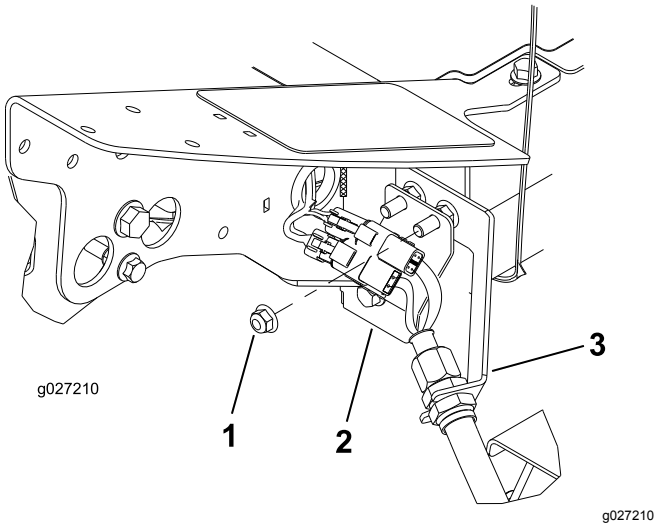

Figur 12
1. På ramens främre vänstra hörn (plats för klippenhet Nr 4) tar du bort den extra flänsmuttern på skruven som fäster motorväggsfästet på maskinen (Figur 12).
3. Sätt kontaktdonsplattan på fästskruvarna på motorväggen, med kontaktdonen orienterade i enlighet med Figur 12.